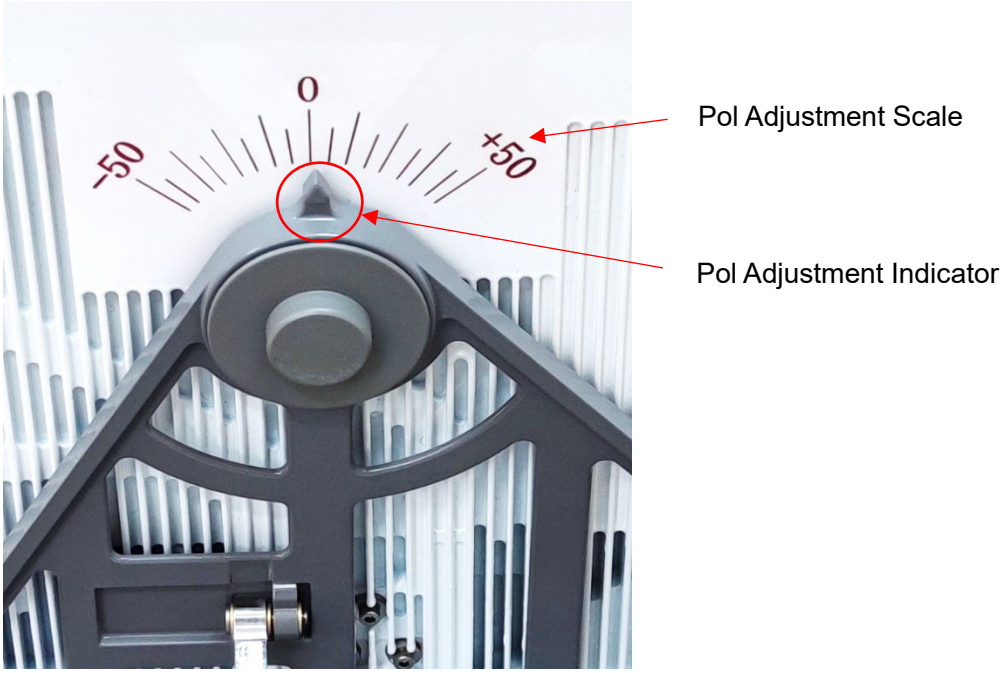

Figure 5-17 Polarization Adjustment Scale and Indicator
3. Polarization adjustment: The user rotates the Terminal panel according to the demand to make the current polarization angle consistent with the reference polarization angle. As shown in Figure 5-17.